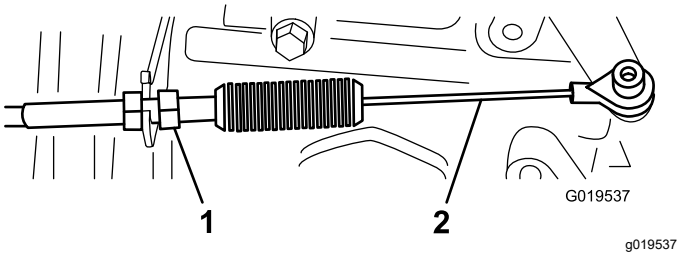
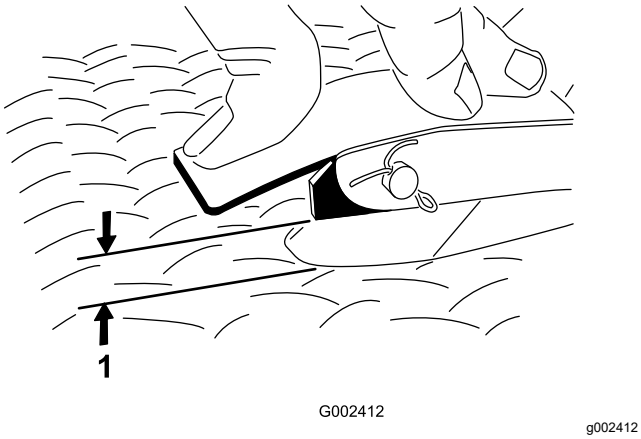

**Figur 66**
**Figur 67**
2. Justera kulleden på gasvajern (Figur 66) så att spelet blir 2,54–6,35 mm mellan gaspedalarmen och den översta delen av den diamantformade golvplattan (Figur 67) när en kraft motsvarande 11,3 kg appliceras mitt på pedalen.
3. Dra åt låsmuttern (Figur 66).